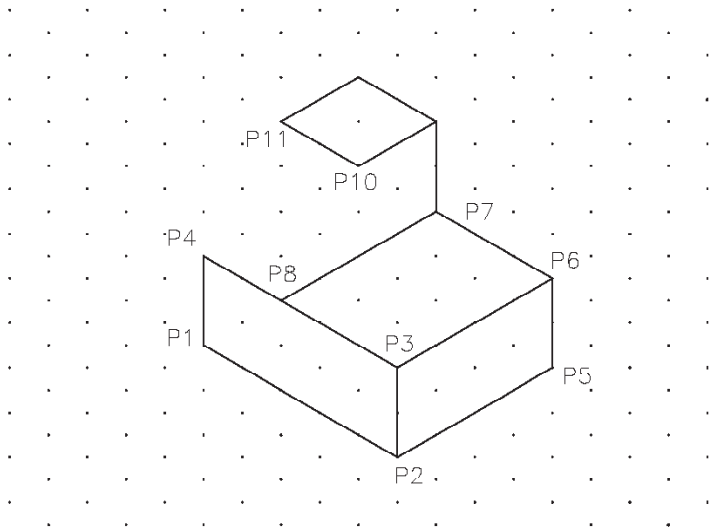

Figure 19-12 *Drawing the remaining lines*
5. Similarly, draw the remaining lines, refer to Figure 19-12.